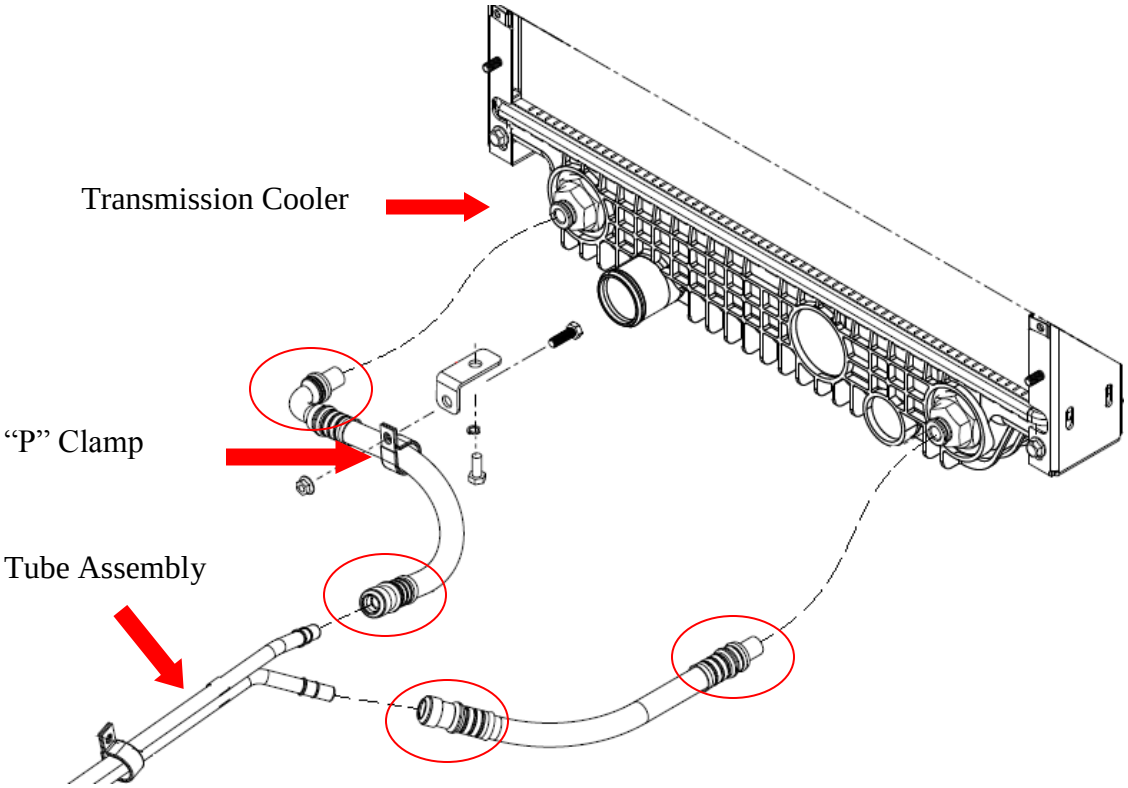

Figure 1
1. Check for proper connection of each transmission hose where they connect to the transmission cooler and tube assembly (see circled connections in figure 1). Refer to page 5 for verification procedure on "push to connect" hoses.
2. Check for proper orientation of "P" clamp securing the transmission hose to the bottom of the radiator shroud. If clamp is not oriented per figure 1, remove clamp and re-install as shown in figure 1 below.